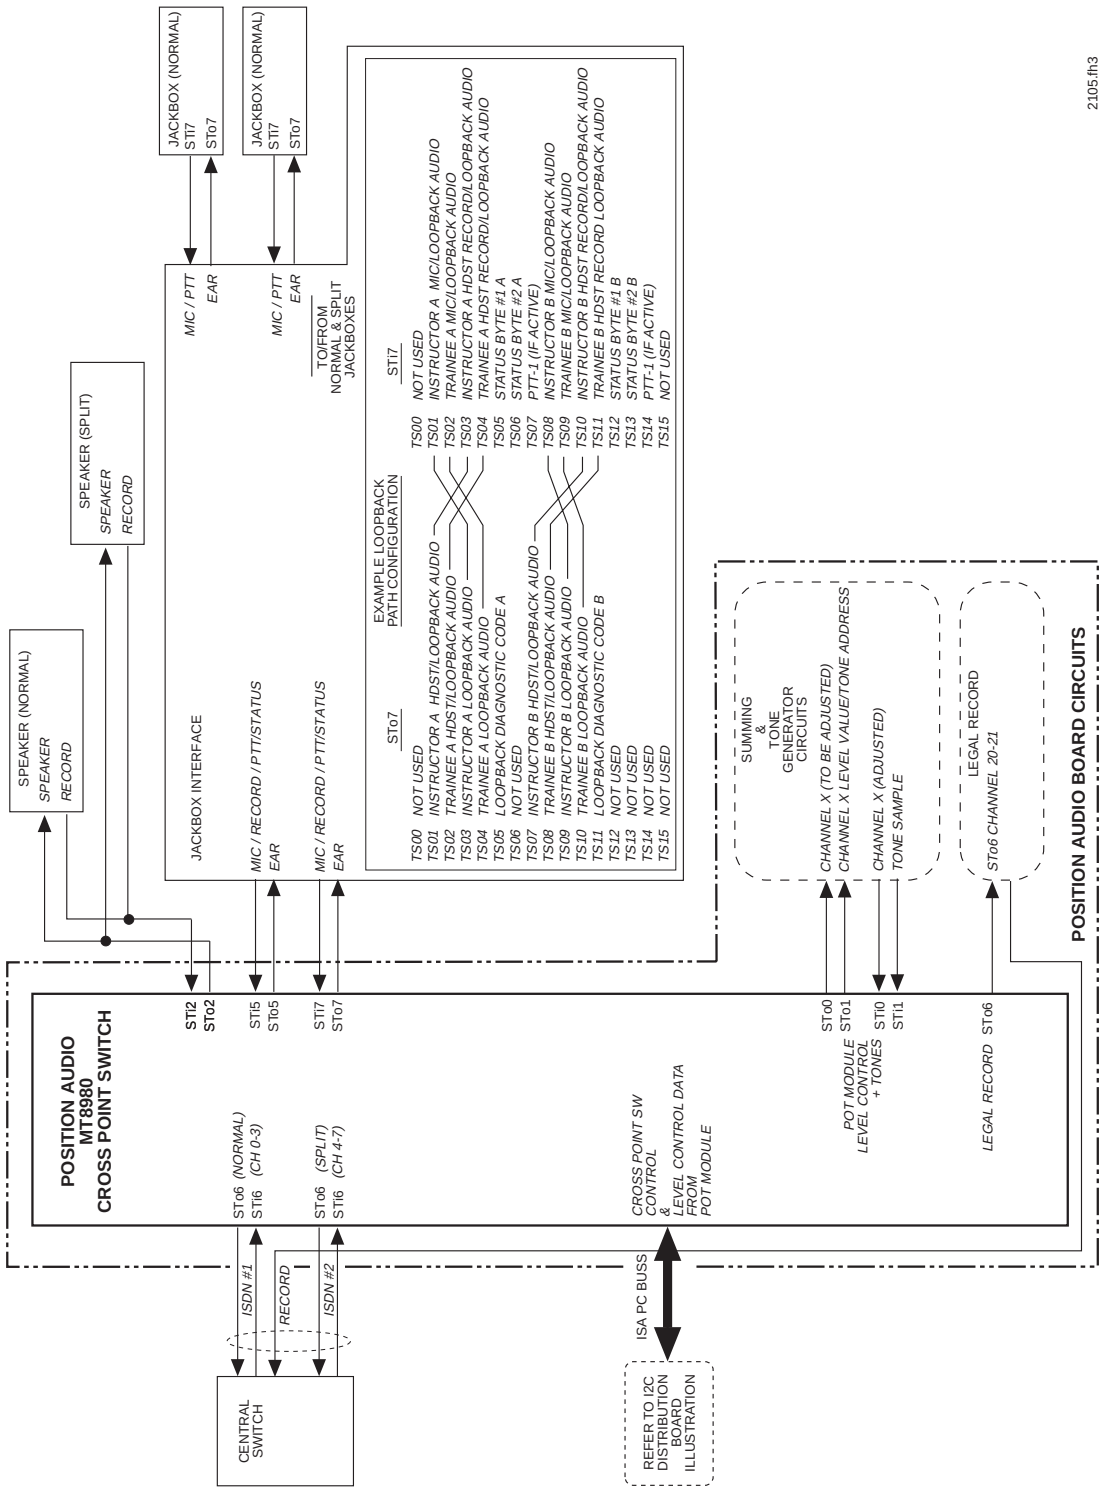

*Figure 5-67. TED Data Routing within the Position*
**Figure 5-67** illustrates a typical routing arrangement for the ETVS (data routing is defined in software and may not be the same in your system). Due to the complexity of signal routing within the position, the illustration shows the basic signal paths only.
**Figure 5-67** illustrates example channel allocations of voice and status data on ST7. Loopback must be configured from the SCT. The figure lists the available loopbacks.